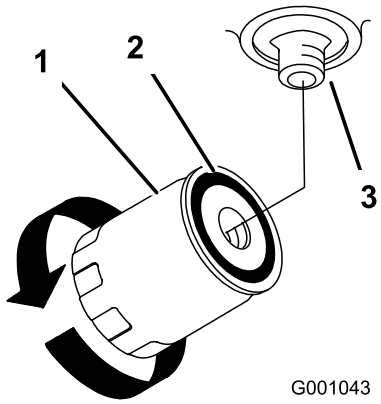

Figur 77
4. Påfør et tynt lag med hydrovæske på gummipakningen på det nye filteret (Figur 77).
7. Fyll på den hydrauliske tanken med hydraulisk olje til oljen flyter over filteret og drei deretter oljefilteret med klokken inntil gummipakningen er i kontakt med filteradapteren. Stram deretter til filteret med ytterligere 1/2 omdreining (Figur 77).